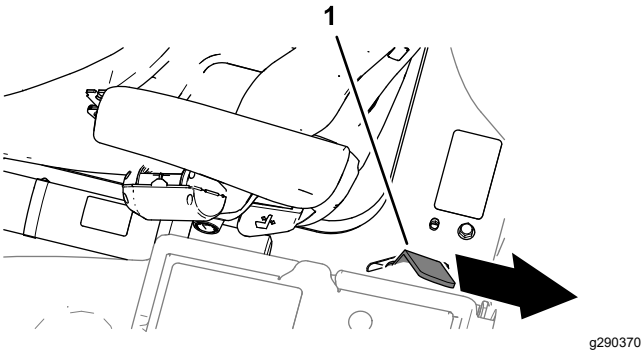

Figur 46
3. Sänk ned plattformen helt och hållet och för plattformens spärrhandtag i maskinens bakåtriktning tills spärrhakarna är helt inkopplade i låsstaget (Figur 46).